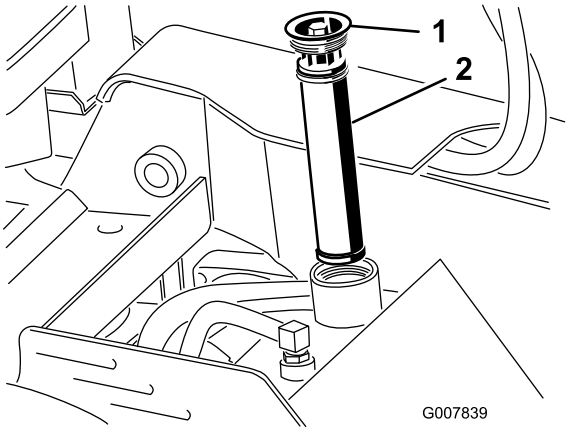

Figur 19
5. Gör rent i området runt hydraultankens påfyllningsrör och ta bort locket och filtret från röret med en hylsnyckel (Figur 19).